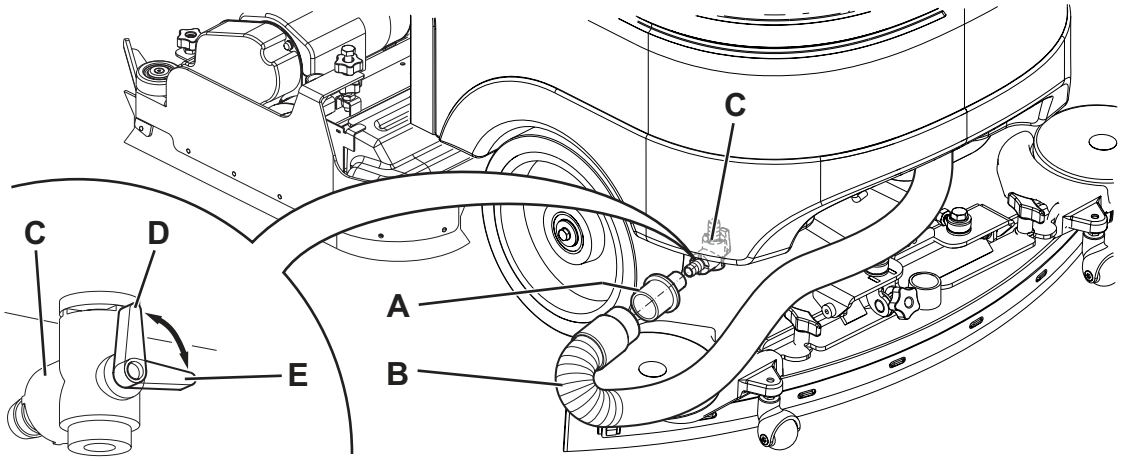

Afbeelding 5
Het systeem voor het mengen van het reinigingsmiddel met het waswater wordt geactiveerd door op de knop voor aanpassing van het reinigingsmiddelpercentage te drukken (A, Afb. 4): met led (B) aan, wordt het reinigingsmiddel aan het waswater toegevoegd. Het display (C) geeft het concentratiegehalte van het reinigingsmiddel in de reinigingsoplossing aan, zoals in de tabel in afbeelding 5.
8. Neem de adapter (45) in zijn houder in de accuruimte.
9. Monteer de adapter (A, Afb. 5) op de aanzuigslang van de trekker (B) en steek hem in het aftapkraantje (C).
10. Zet de contactsleutel (58) op ‘I’ en schakel het aanzuigsysteem met de knop (63) in.
11. Open het aftapkraantje (C) zodat de tank (22) kan worden geleegd.